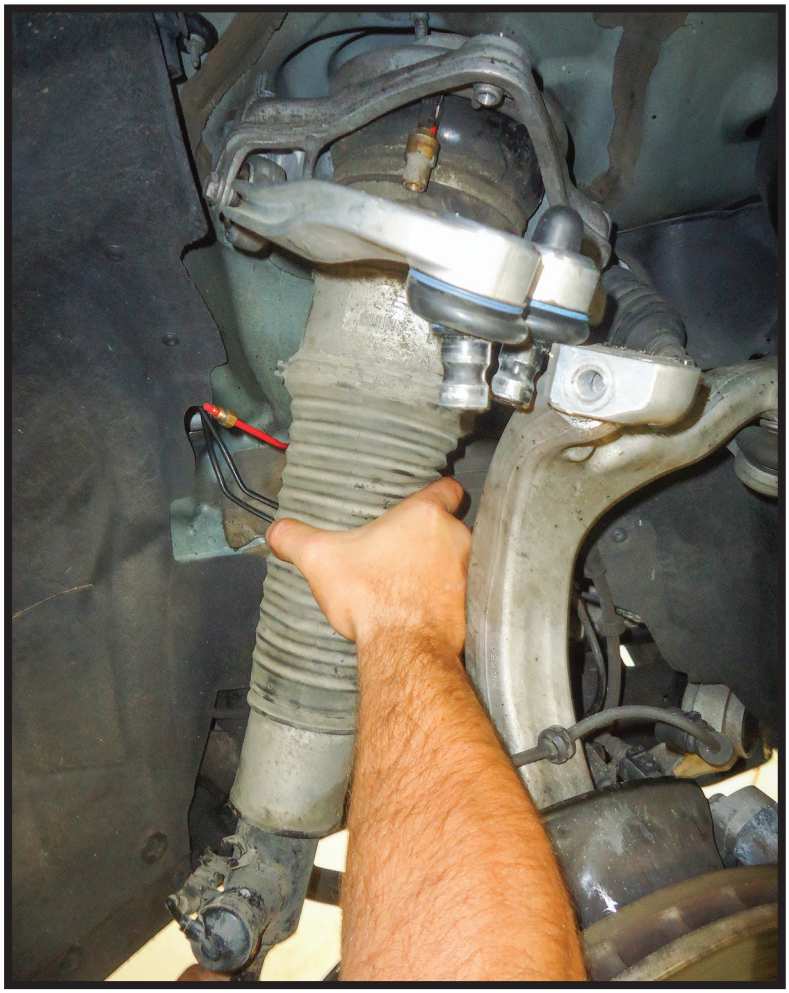

FIGURE 8
9. REMOVE THE AIR STRUT FROM THE VEHICLE. (FIGURE 8)